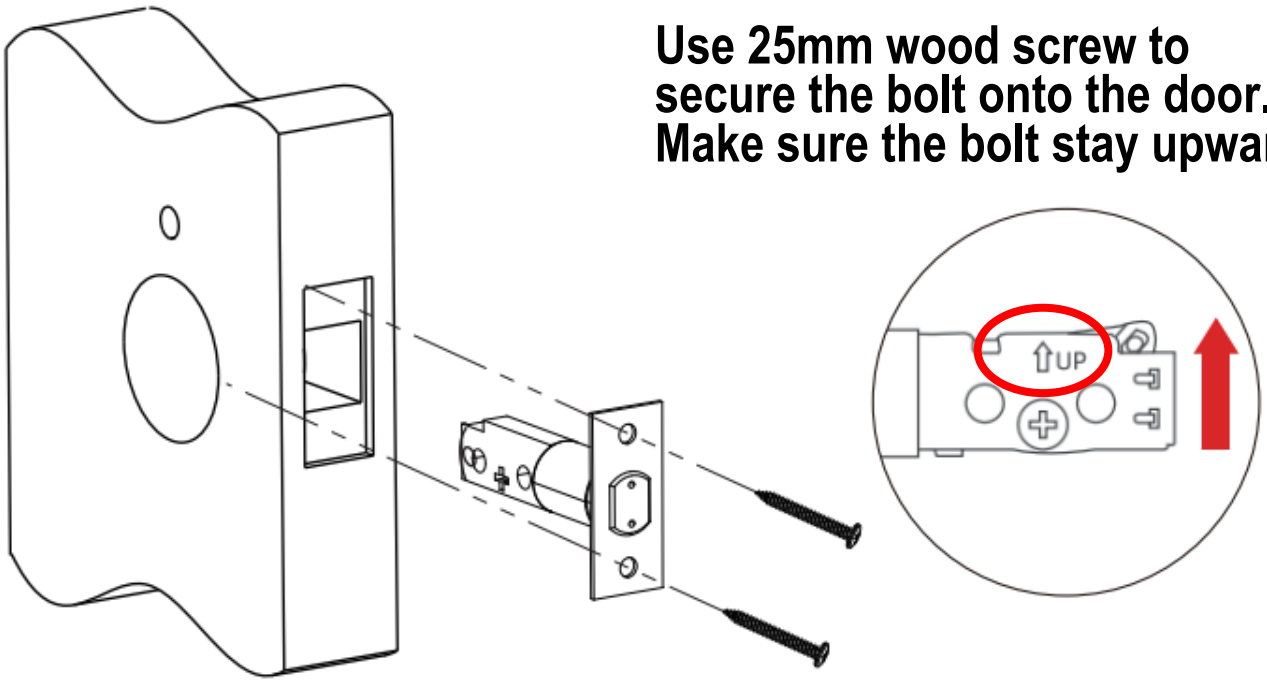
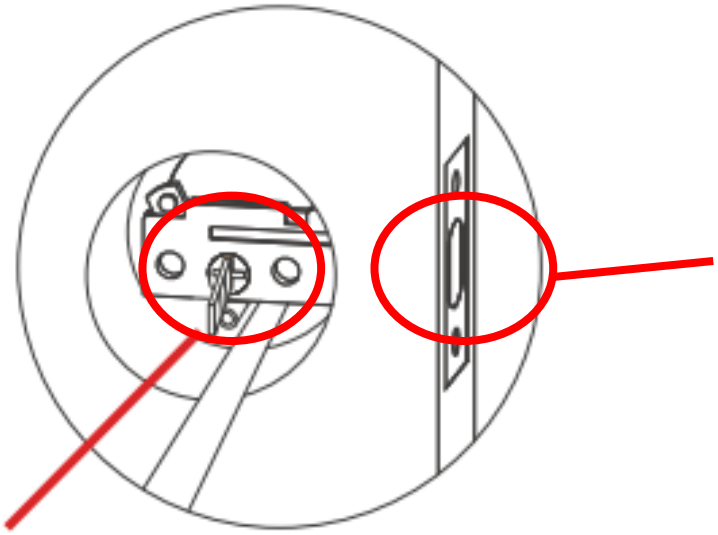

Figure G-4
Figure G-5
(1) Install bolt in door.(see Figure G-4, Figure G-5, Figure G-6)
NOTE: THE BOLT MUST BE IN A RETRACTED (UNLOCKED) POSITION PRIOR TO INSTALLING THE LOCKSET.(see Figure G-5)